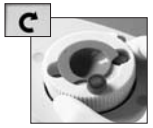

FIGURE 13. Rotate Cartridge to Position 2
STEP 5: Hold the white rim of the cartridge and turn it clockwise to Position 2 ***(see Figure 13)***. The test cartridge will click into its new position and the second tube will rise from the cartridge.